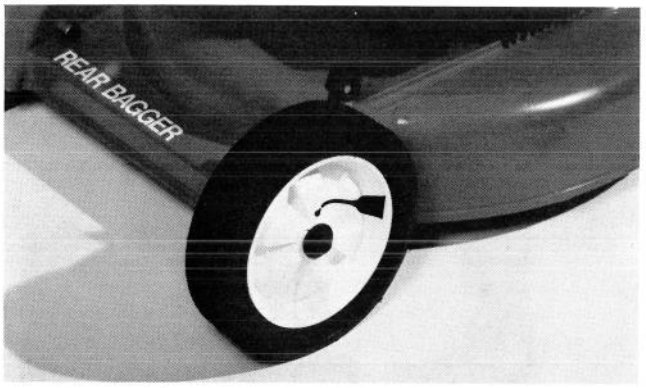

Figure 22
1. After every 25 hours of operation or at the end of the mowing season, apply 2 or 3 drops of light oil on the inside of all the wheel bolts (Fig. 22). Spin the wheel to distribute oil into the wheel bushings.